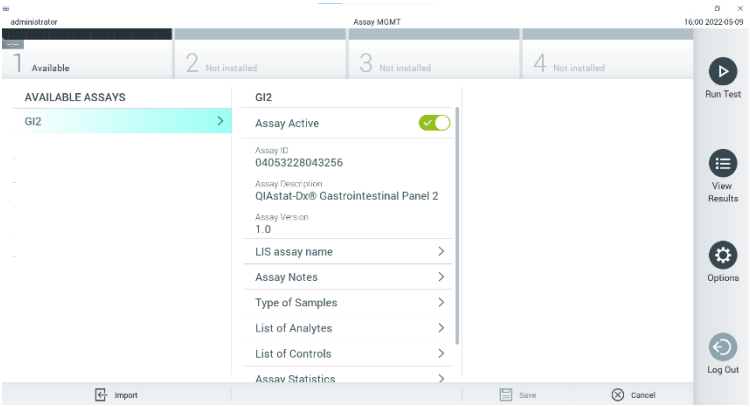

Рисунок 57. Активация тест-системы
7. Для активации тест-системы необходимо выбрать пункт **Assay Active** (Тест-система активна) (рисунок 57).